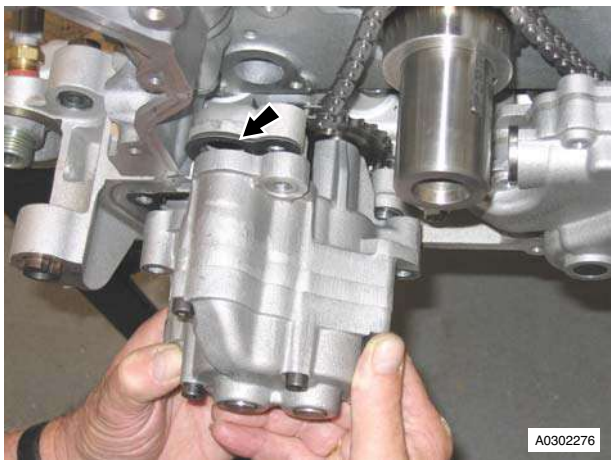

Figure 2
3. Remove oil scavenge pump, remove and discard gasket (refer to Figure 2).